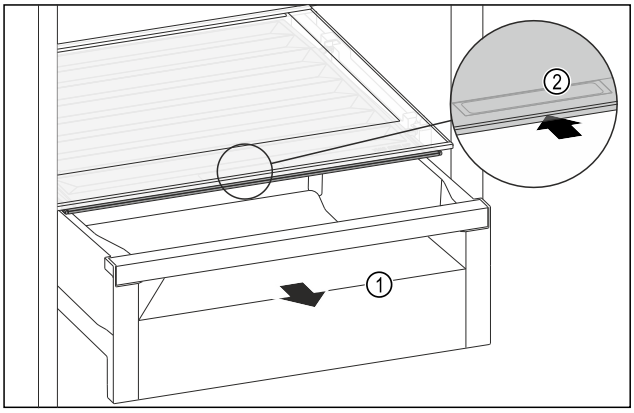

Fig. 138
▶ Zásuvku *Fig. 138 (1)* vytáhněte.
▶ Uchopte prohlubeň pro rukojeť *Fig. 138 (2)* na víku zásuvky a současně zasuňte víko zásuvky směrem dozadu.